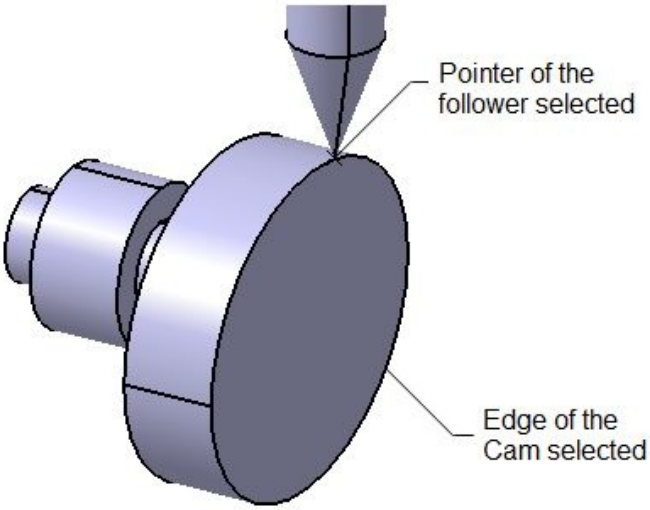

Figure 16-87 *Edge and Pointer selected for creating the Point Curve joint*
2. Select the edge of the Cam, as shown in Figure 16-87; you are prompted to select the first point.